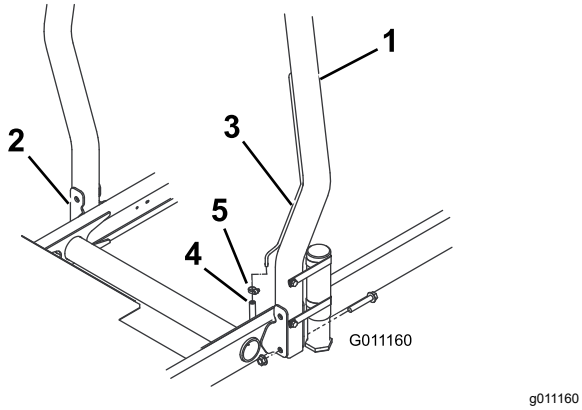

Figur 8
1. Sænk styrtbøjlen ned på traktionsenhedens monteringsbeslag, således at den flugter med monteringshullerne. Sørg for, at udluftningsrøret på styrtbøjlen er placeret på maskinens venstre side (Figur 8).
2. Fastgør hver side af styrtbøjlen til monteringsbeslagene med 2 flangehovedbolte og 2 låsemøtrikker (Figur 8). Tilspænd fastgørelsesanordningerne til et moment på 81 N·m.